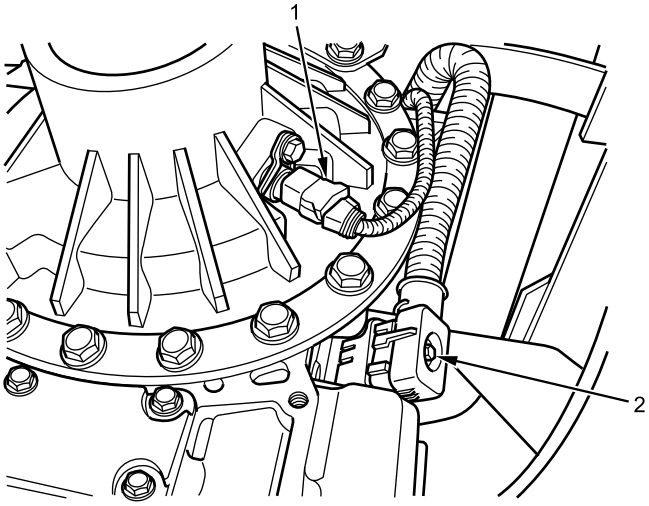

Figure 28. Rear Transmission Electrical Connectors.
18. Connect main transmission connector (Figure 28, Item 2) and torque to 24 lb-in. (2.7 N•m). Connect output speed sensor connector and lock tab (Figure 28, Item 1).